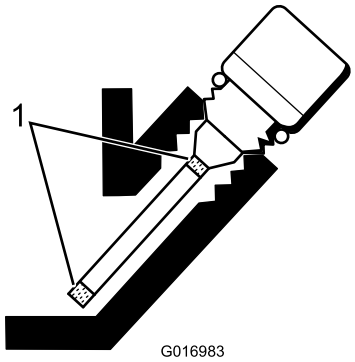

Figur 24
5. Tillsätt olja så att nivån ligger mellan markeringarna på stickan om oljenivån är låg (Figur 24).